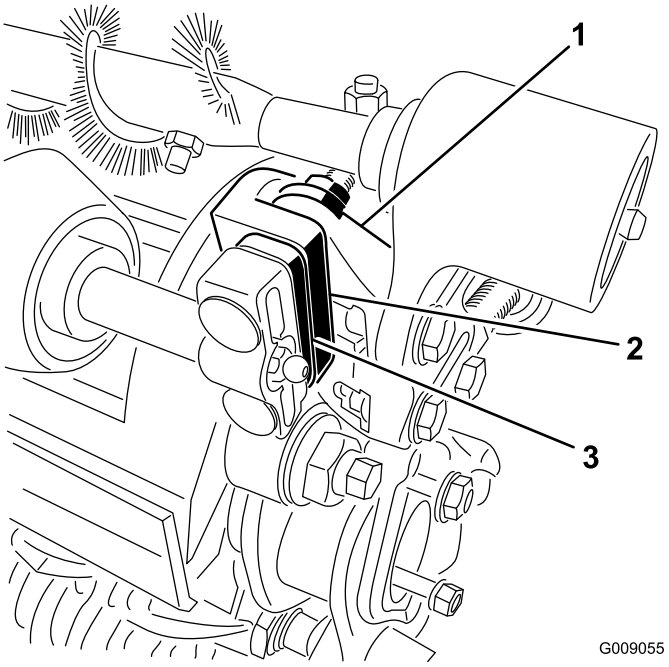

**Figura 9**
**Importante:** **Le staffe di montaggio della spazzola per rullo devono essere montate direttamente sulla superficie superiore della flangia di montaggio della piastra laterale dell'apparato di taglio. *Non inserite distanziali tra le staffe di montaggio della spazzola per rulli e le flange di montaggio della piastra laterale.* Installate distanziali aggiuntivi di 6 mm sul lato superiore della staffa di montaggio della spazzola per rulli (Figura 9).**